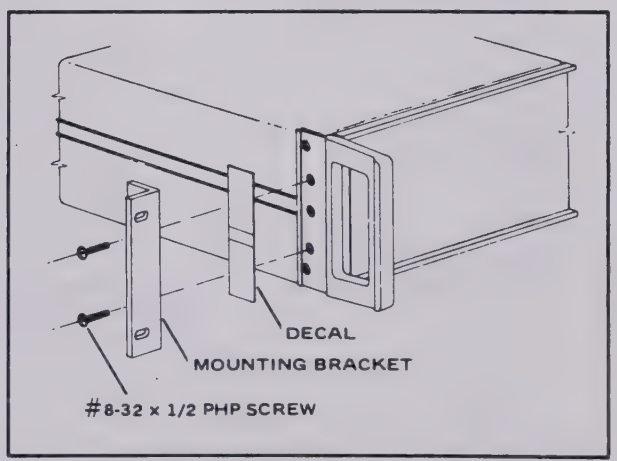

Figure 2-1. RACK MOUNTING BRACKET INSTALLATION (M07-205-600)
2-9. The synthesizer is designed for bench-top use or it can be installed in a standard 19-inch equipment rack with the mounting brackets shown in Figure 2-1 and 2-2. Rack mounting is done as follows:
a. Peel the decals shown in Figure 2-1 from the front corner castings.